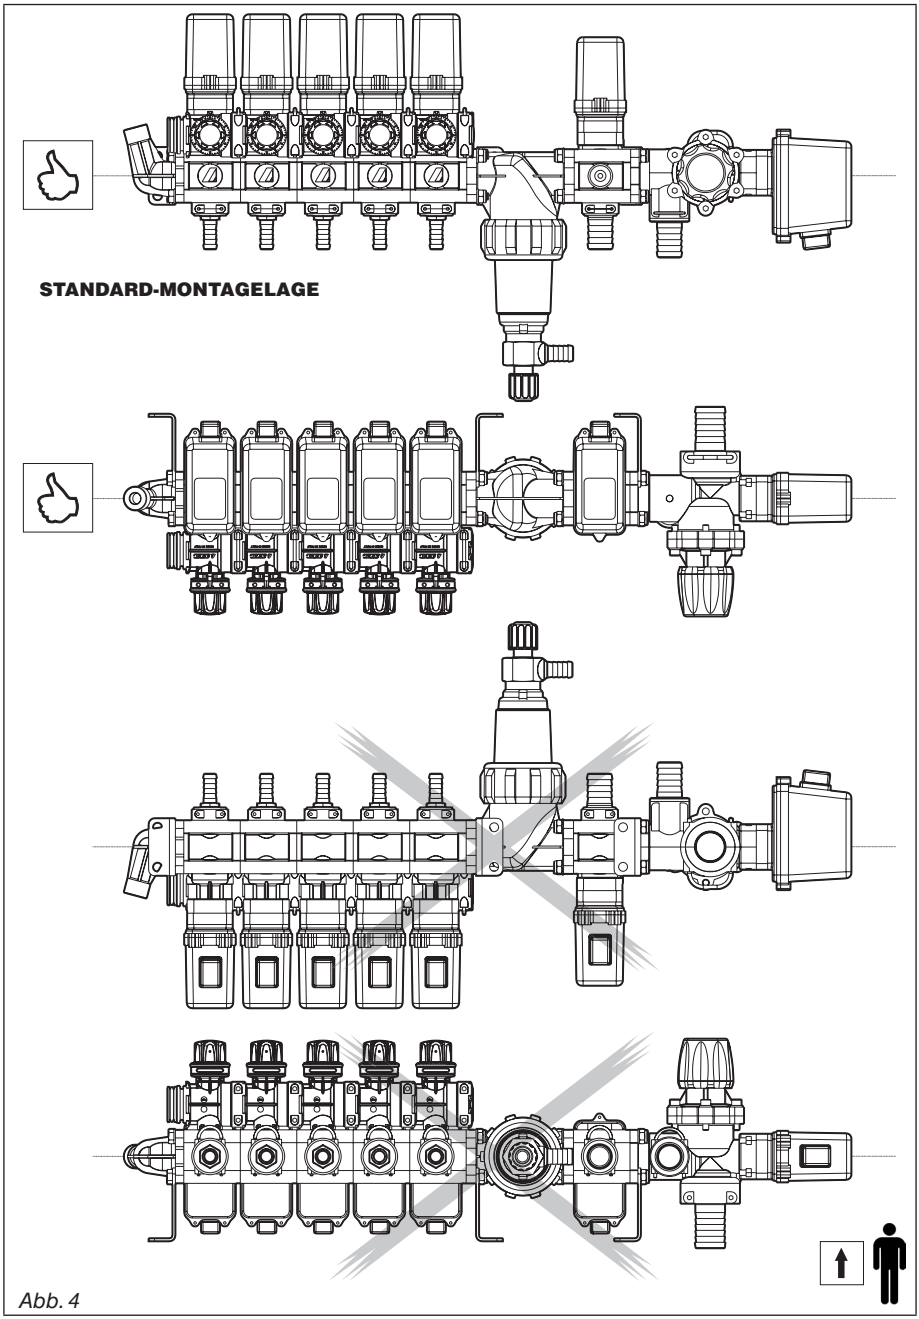

Abb. 4
Die Montagerichtung der Armatur einhalten, siehe Angaben in Abb. 4.
• Alle nachstehend für die Installation, die Einstellung und den Einsatz übermittelten Angaben sind immer in Bezug auf die Standard-Montagelage der Armatur zu sehen (Abb. 4).